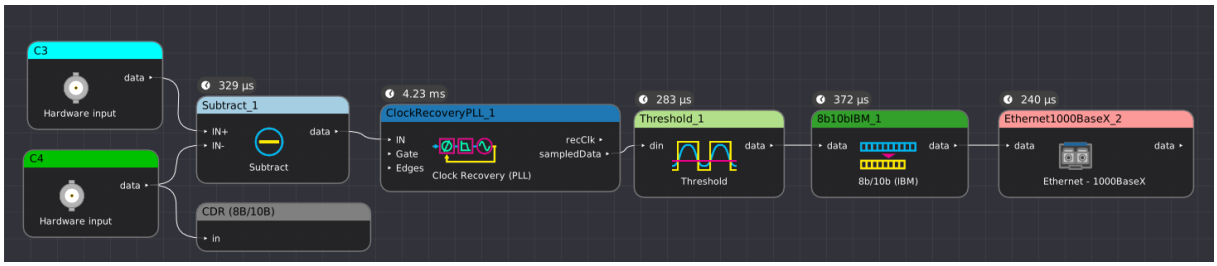

Figure 26.8: Example filter graph using 8b/10b to decode a differential 1000base-X link
- **v0.2:** This filter no longer needs the clock input that was required in v0.1. Instead, threshold the sampledData output of the Clock Recovery (PLL) and pass this to the 8b/10b decode, as shown in Fig. 26.8.